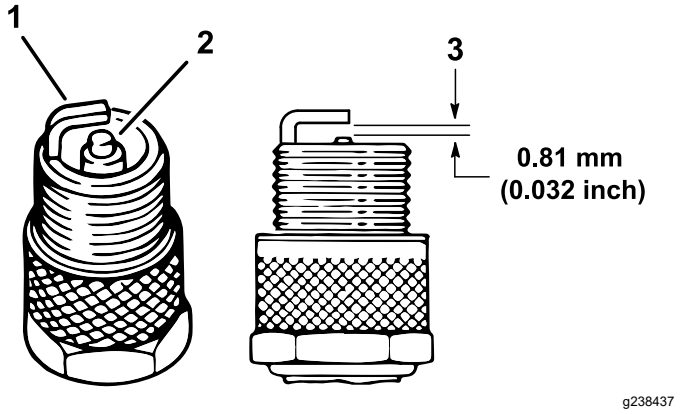

図 38
4. 電極 (側面と中央) と碍子の状態を点検する(図 38)。
5. 図 38のように、電極間のエアギャップを 0.81 mm に調整する。